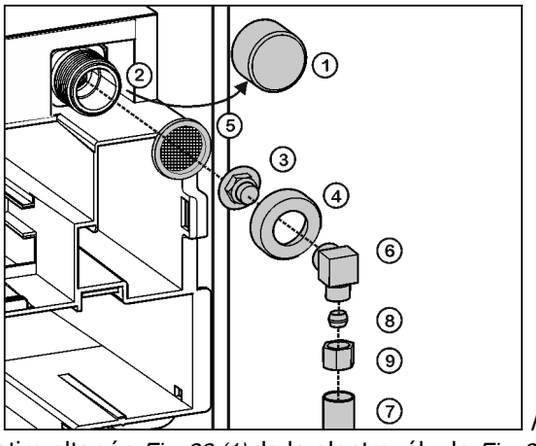

*Fig. 32*
▶ Retire eltapón *Fig. 32 (1)* de la electroválvula *Fig. 32 (2)*.
▶ Introduzca la pieza de unión *Fig. 32 (3)* en la tuerca de racor *Fig. 32 (4)*.
▶ Coloque el filtro de agua *Fig. 32 (5)* con la parte hundida hacia abajo en la dirección de la pieza de unión *Fig. 32 (3)*.
▶ Conecte la tuerca de racor *Fig. 32 (4)* en la electroválvula *Fig. 32 (2)* y apriétela.
▶ Para desviar 90° la conexión de agua, dado el caso, atornille la pieza angular *Fig. 32 (6)*.
▶ Conecte la tubería de agua *Fig. 32 (7)* (por ejemplo, cobre) con la ayuda del anillo de apriete *Fig. 32 (8)* y la tuerca *Fig. 32 (9)* en la pieza de unión *Fig. 32 (3)* o la pieza angular *Fig. 32 (6)*.